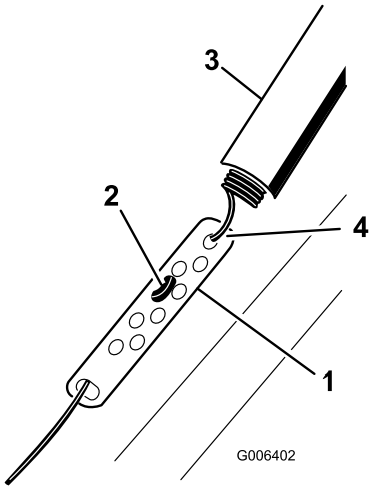

Figur 9
1. Skub fjederdækslet op, og tag fjederen af justeringsleddet (Figur 9).
2. Flyt Z-beslaget til et højere eller lavere hul på justeringsleddet efter behov for at få en afstand på 2 mm til 3 mm mellem styrebøjlen og håndtaget (Figur 9).